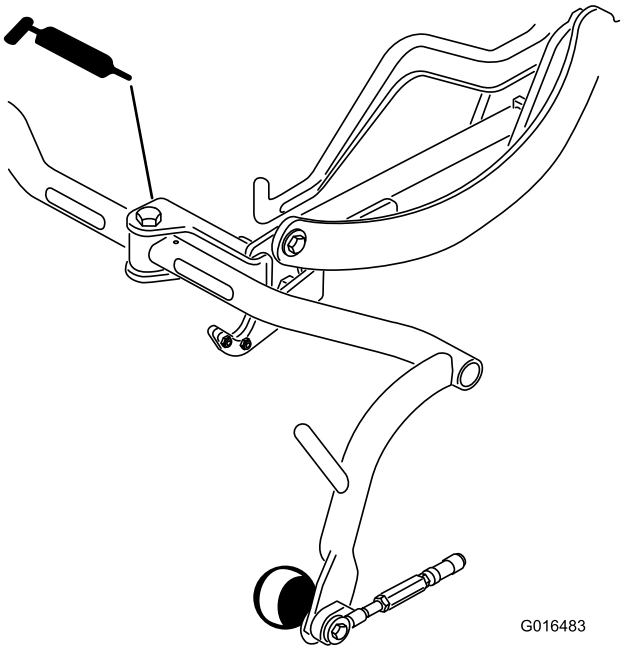

**Figur 36**
- Bärramens vridfäste (3) (Figur 36)